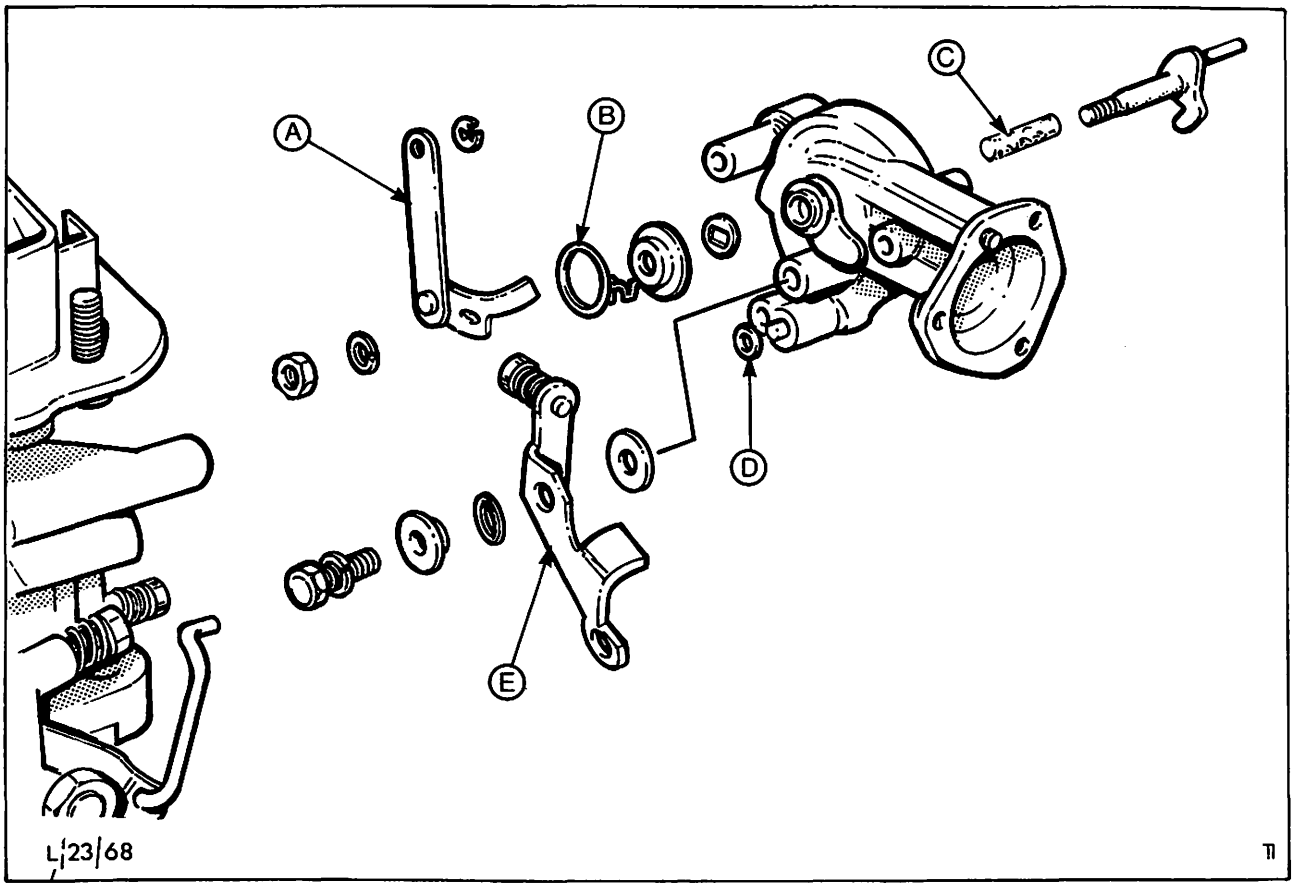

Abb. 134 Startautomatik zerlegt
Unterdruckmembran auf Risse, O-Ring „D" in Abb. 134 auf einwandfreien Zustand und andere Einzelteile auf Verschleiß und Beschädigung kontrollieren.
11. Alle Einzelteile der Startautomatik gemäß Abb. 134 zusammenbauen.
13. Untere Verbindungsstange am Stufenscheibenhebel einhängen und Startautomatik-Gehäuse anschrauben. Vor dem Ansetzen des Gehäuses sicherstellen, daß der O-Ring „D" in Abb. 134 um das Unterdruckröhrchen im Gehäuse richtig anliegt. Beim Ansetzen des Gehäuses darauf achten, daß die Starterklappen-Verbindungslasche durch die Staubdichtung im Vergaserdeckel eingeführt wird.